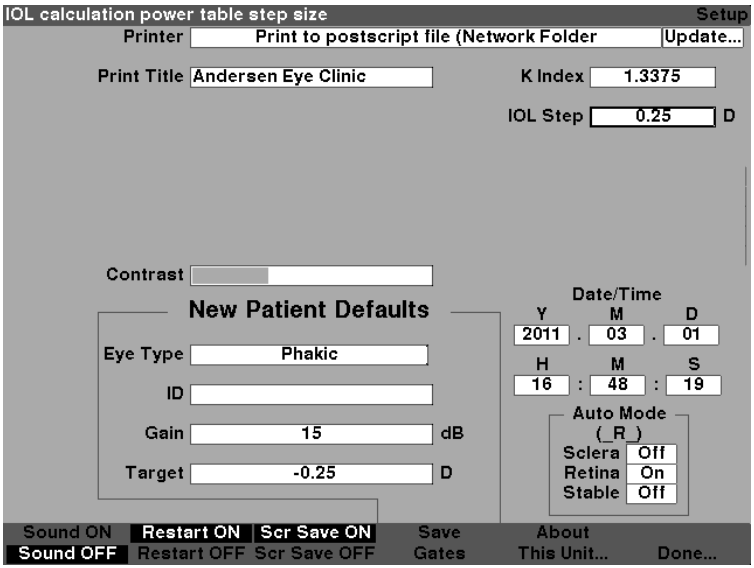

Figure 5-62 IOL Step Adjusted
4. When the IOL Step is at the appropriate value, press either the knob or the √ button, to save the adjusted value and to deactivate the field as shown in figure 5-62.